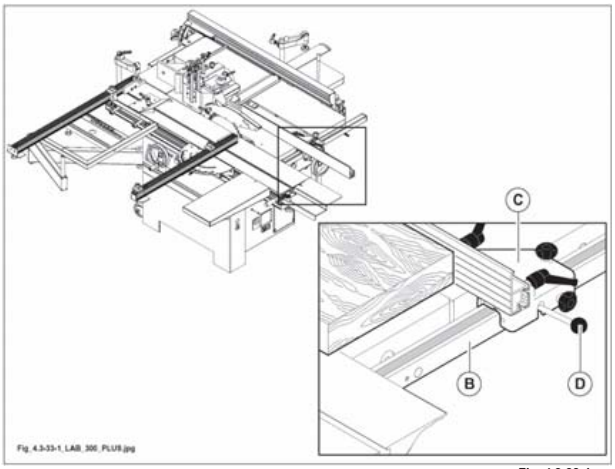

Fig. 4.3-33-1
- Posizionare il supporto (C fig. 4.3-33-1) sulla guida (B fig. 4.3-33-1) e serrare la leva (D fig. 4.3-33-1).